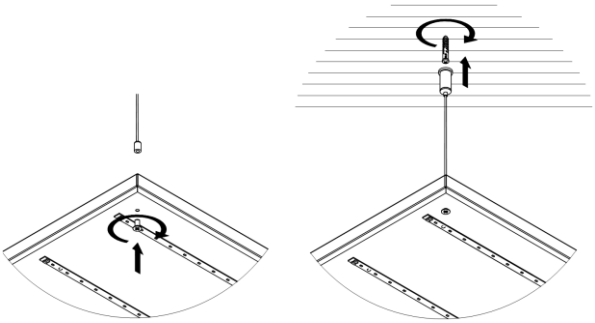

Рисунок 13 — Подвесной монтаж.
5.5.2. Установите на светильнике тросовые подвесы. Рекомендуется использовать комплект подвесного монтажа Geniled. Для монтажа светильника серии Офис, ЛПО необходимо 2 комплекта. См. рисунок 13.